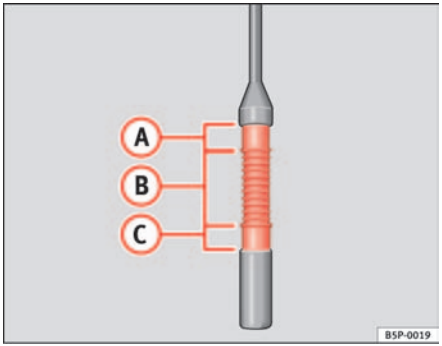

Fig. 154 Engine oil dipstick.
– Pull the dipstick out again and check the oil level ⇒ page 206, fig. 154.
If the oil level is in area ⇒ page 206, fig. 154 (A), do not top up with oil.